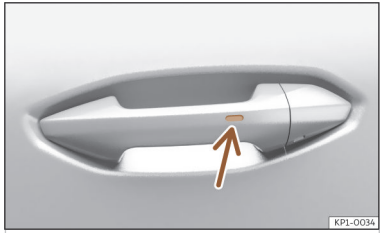

Abb. 88 Türgriff: Sensorfläche.
- **ODER:** mit dem Keyless Access-System (nur Schließen): Finger einige Sekunden auf der Sensorfläche zum Verriegeln ››› **(Abb. 88)** (Pfeil) im Türgriff halten, um die Fenster und das Schiebedach zu schließen. Sobald Sie die Sensorfläche nicht mehr berühren, wird die Schließfunktion unterbrochen.
Halten Sie einige Sekunden lang einen Finger über die Verriegelungssensorfläche ››› **(Abb. 88)** (Pfeil) am Türgriff, damit das Dach geschlossen wird. Sobald Sie die Sensorfläche nicht mehr berühren, wird die Schließfunktion unterbrochen.